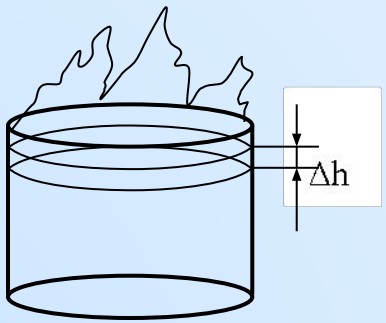

Рисунок 2
Объем выгоревшей жидкости (V) равен произведению площади зеркала жидкости $S = S_{пг}$ (площадь поверхности горения) на Δh (рисунок 2), с другой стороны, отношению массы выгоревшего вещества m на плотность ρ: